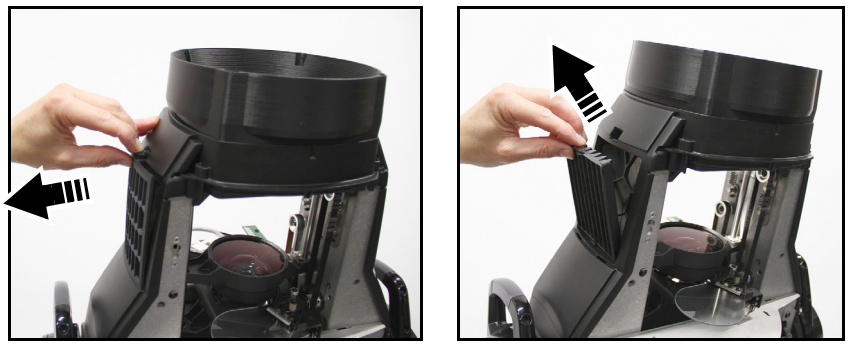

Bild 11: Öffnen der Filterabdeckung
3. Siehe Bild 11. Lösen Sie die Verriegelung der Abdeckung und nehmen Sie die Abdeckung ab.